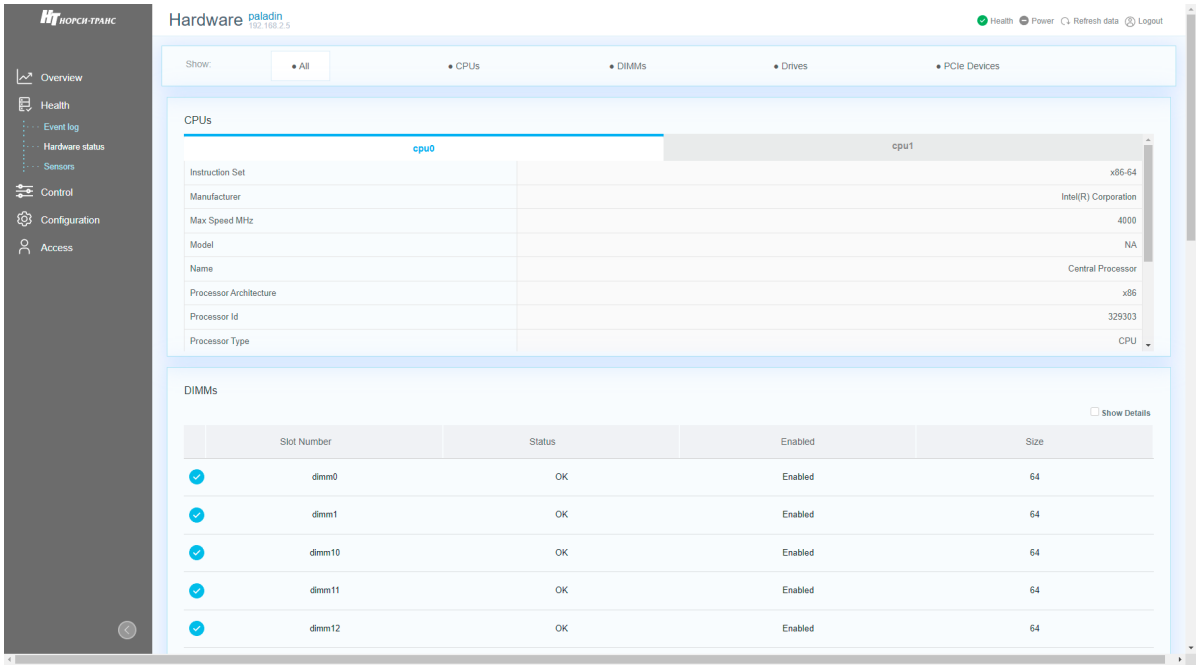

Рис. 75. Окно «Hardware status»
3) Пройдите во вкладку «Health» → «Hardware status» в данной вкладке отображается состояние комплектующих установленных в сервер. В поле «Show» произведите фильтрацию комплектующих для отображения состояния комплектующих. Окно показано на рис. 75 Окно «Hardware status».